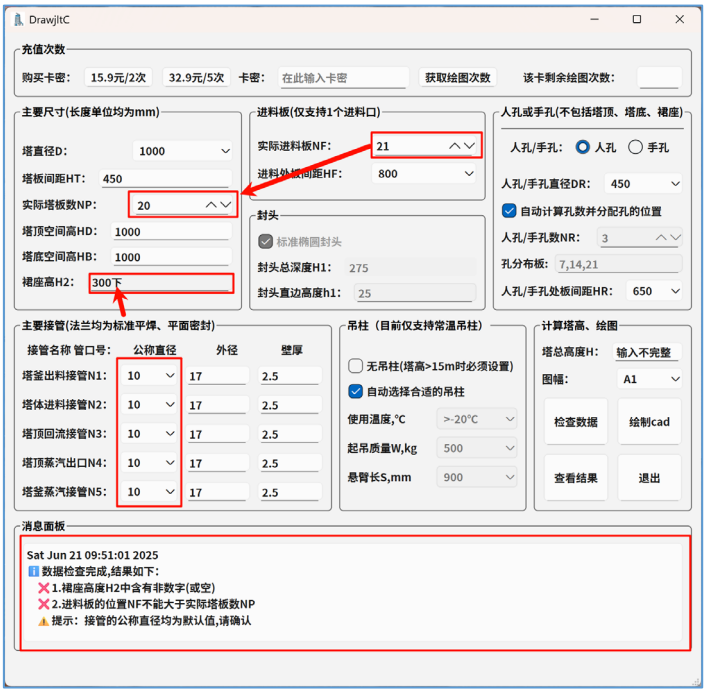

图 3-17 检查数据
2. 为了确保绘图的数据是可行的，您可以点击“检查数据”按钮，检查结果将在消息面板展示。该功能主要用于一些明显的错误或提示，例如您忘记输入了某个值、您的某些输入中包含了非数字、NF>NP、您忘记修改接管的公称直径（默认均为 10）等，如图 3-17 所示。您可以根据提示检查、修改您的数据，以确保合理的数据用于绘图。此外，该功能是免费的、无需联网的。